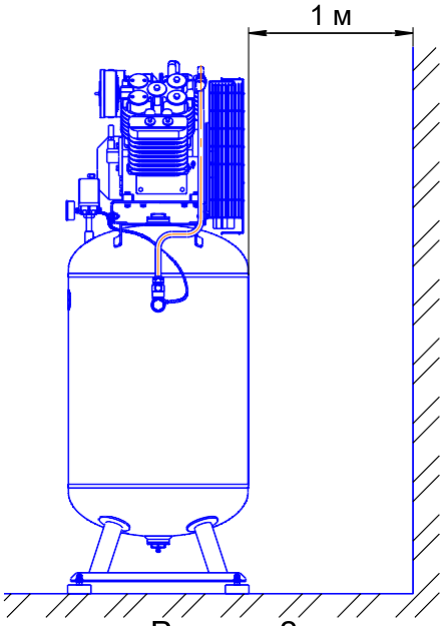

Рисунок 2
6.3.6 Обеспечьте свободный доступ к выключателю, крану подачи воздуха потребителю и конденсатоотводчику. Для обеспечения хорошей вентиляции и эффективного охлаждения необходимо, чтобы компрессор находился на расстоянии не менее 1 м от стены (см. рисунок 2).